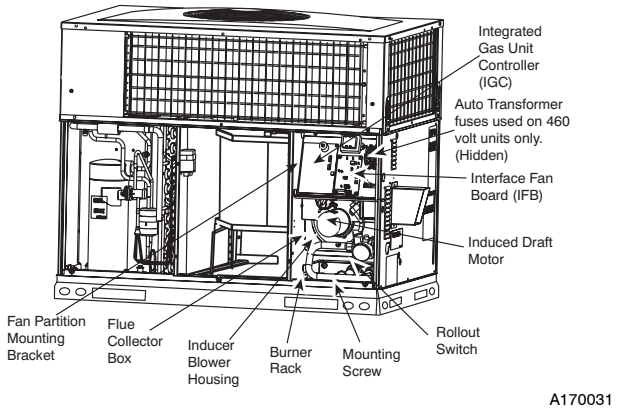

**Fig. 18 - Blower Housing and Flue Collector Box**
2. Remove the 11 screws holding the flue collector box cover (See Fig. 18) to the heat exchanger assembly. Inspect the heat exchangers.
Unit is equipped with a direct spark ignition 100 percent lockout system. Ignition module (IGC) is located in the control box (See Fig. 18). Module contains a self-diagnostic LED. During servicing, refer to label diagram or Table 5 in these instructions for LED interpretation.
5. Remove fan partition mounting bracket (2 screws located on the left side of control compartment on the fan partition panel). Slide bracket forward, bottom first to remove. (See Fig. 18).
8. Remove the mounting screw that attaches the burner rack to the unit base (See Fig. 18).
9. Slide the burner rack out of the unit (See Fig. 18 and 21).